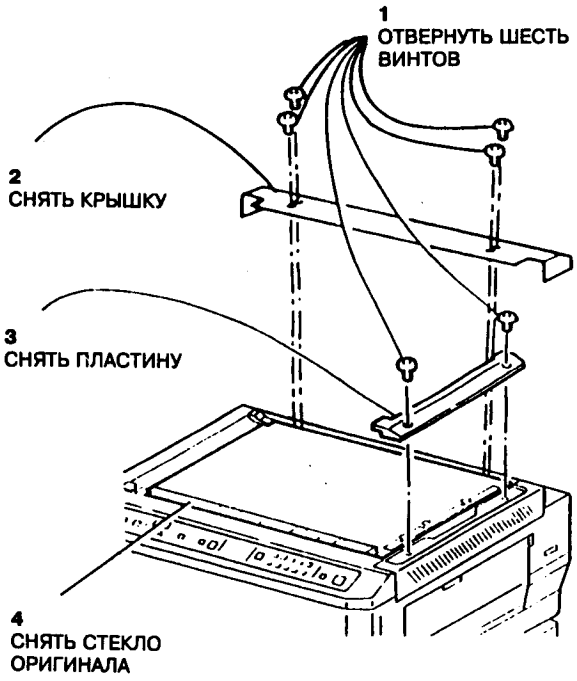

Рис.1 Обслуживание стекла оригинала и снятие стекла
2. Снять стекло оригинала (рис.1).